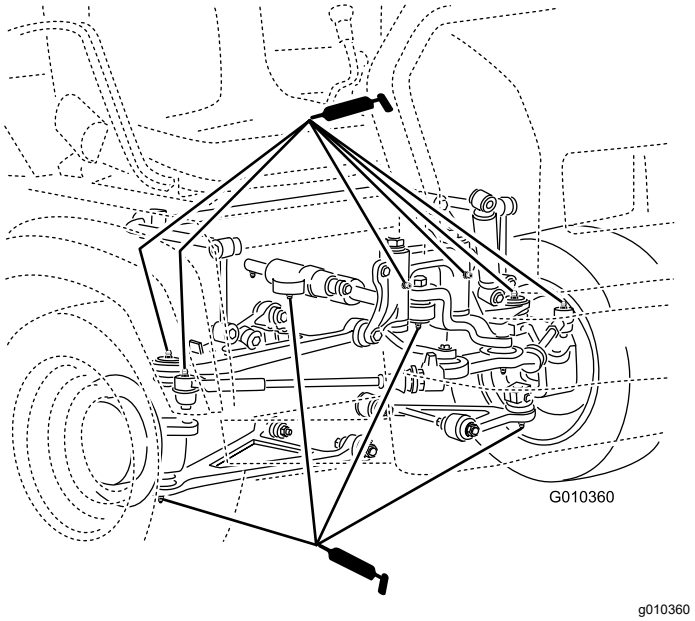

**Figura 27**
- **Articulaciones esféricas (4)**; consulte Figura 27
- **Tirantes (2)**; consulte Figura 27
- **Soportes de giro(2)**; consulte Figura 27
- **Cilindro de dirección (2)**; consulte Figura 27